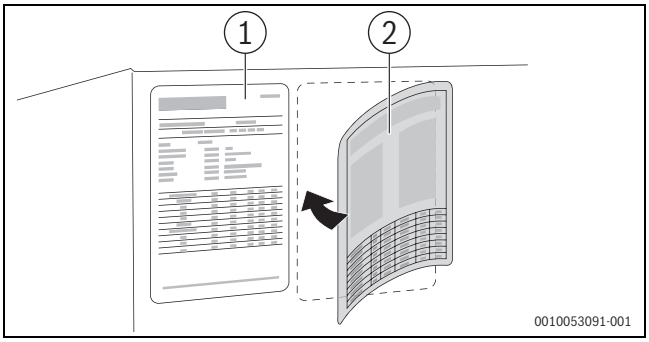

*Bild 30 Typschild aktualisieren bei Umstellung auf **LowNOx-Variante***
- Mitgeliefertes Typschild **neben** das vorhandene kleben (→Bild 30, [2]).